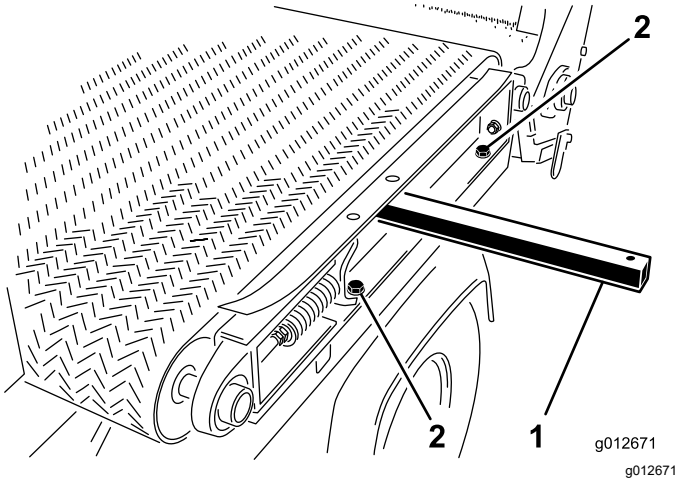

Figur 34
5. På venstre side av maskinen fjerner du to hodeskruer og to skiver som fester gliderammeskinnen til venstre skjerm (Figur 34).
1. Sett en løftestang gjennom hullet ved venstre gliderammeskinne, og hev løftestangen for å vippe rammeskinnen litt. Se Figur 34 i Demontere skyveplanet (side 23).